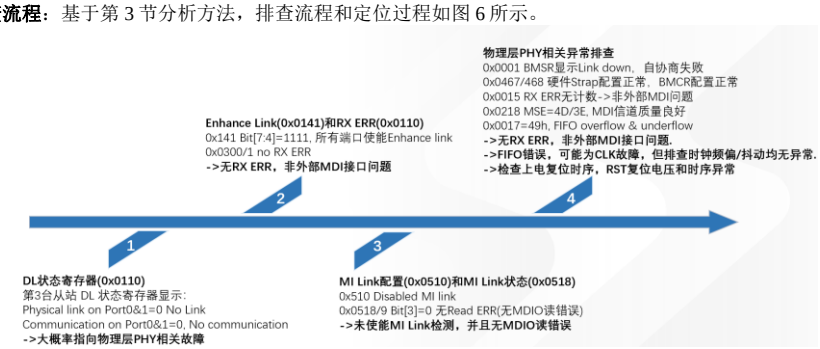

**图 6 排查流程和定位过程图**
2) **排查流程**：基于第 3 节分析方法，排查流程和定位过程如图 6 所示。